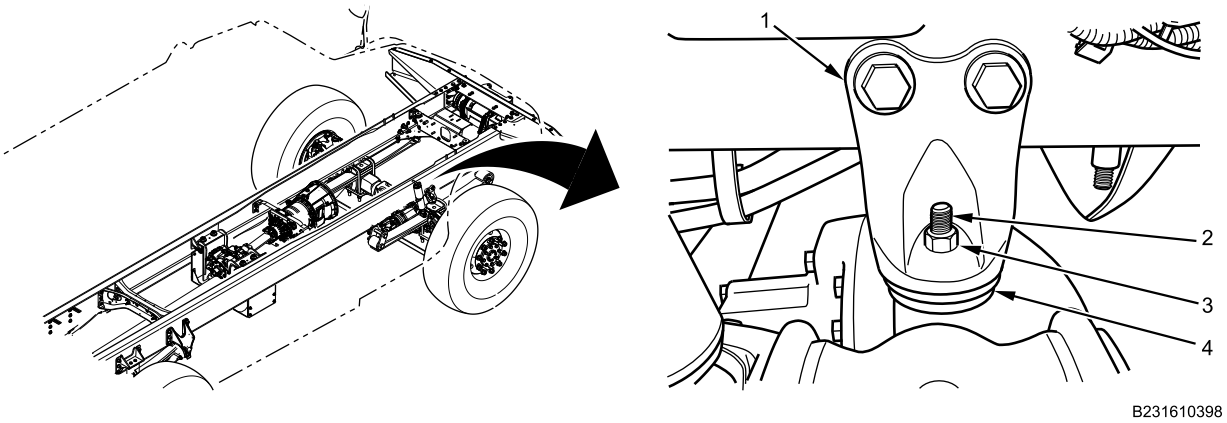

Figure 1. Front Axle Bumper Stop Removal.
1. Remove locknut (Figure 1, Item 3) from front axle bumper stop stud (Figure 1, Item 2). Discard locknut.
2. Remove front axle bumper stop (Figure 1, Item 4) from bumper stop bracket (Figure 1, Item 1).